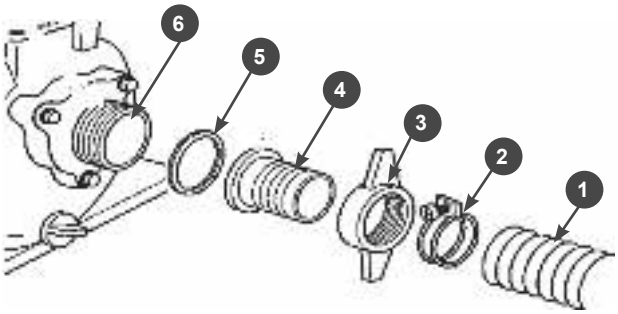

Рис.10
Установите всасывающий патрубок(4) через уплотнительную прокладку (5) к фланцу насоса(6) и плотно затяните гайку фланца(3) Рис.10. Наденьте до упора всасывающий рукав(1) на патрубок и затяните его хомутом(2).